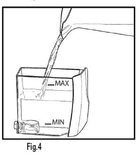

Fig.4
- Töltse fel friss vízzel, ügyelve arra, hogy ne töltse túl. Helyezze vissza a víztartályt! (Fig. 4).